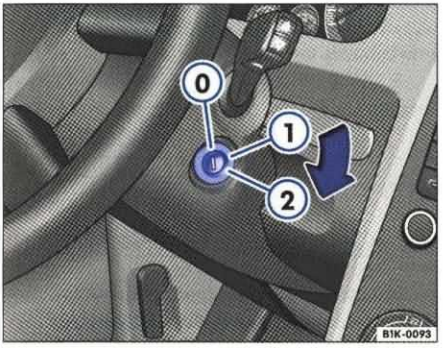

Rys. 105 Położenia kluczyka zapłonu
W tym położeniu ⇒ rys. 105 ⓪ zapłon i silnik są wyłączone, kierownicę można zablokować.
– W celu uruchomienia silnika obrócić kluczyk zapłonu w położenie ⇒ strona 127, rys. 105 ②.
– Obrócić kluczyk zapłonu w położenie ⇒ strona 127, rys. 105 ① – w czasie rozgrzewanie świec zapala się lampka kontrolna .
– Jeżeli lampka kontrolna nie zapali się, kluczyk zapłonu obrócić w położenie ② w celu uruchomienia silnika – nie naciskać pedału przyspieszenia.